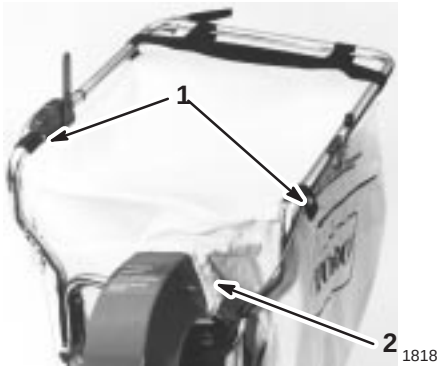

Bild 8
2. Bringen Sie den Sack zum Handgriff, haken die Ösen über die Stifte und das Sackband über den Griff (Bild 8).
3. Ziehen Sie den elastischen Hals des Sacks über den Kanalbund (Bild 8).